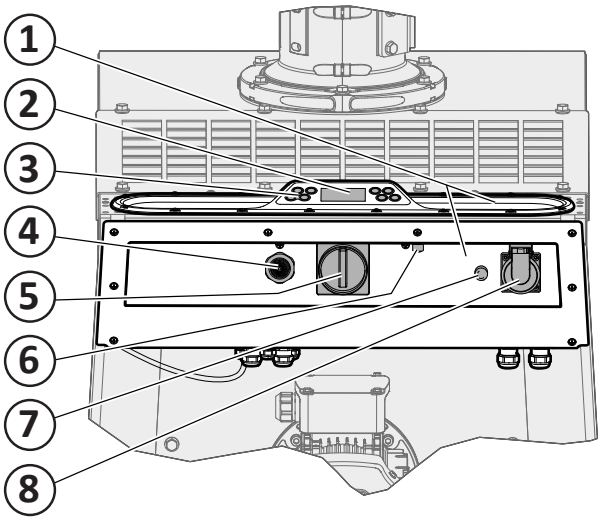
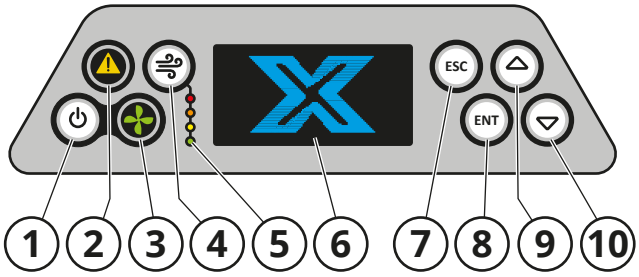

Fig. 16
Fig. 17
Se **Fig. 16.**
On the control panel (**Fig. 16**) there is a navigation panel, switch, pliers sensor connection and 230 VAC socket with a miniature circuit breaker. The control panel also functions as a handle when moving and usable surface area.
The need for filter cleaning is indicated by the audible alarm (4), the flashing warning indicator (2, **Fig. 17**), and by the normal operation indicator light (3) going out on the control panel. When the pressure drop reaches 1600 Pa, the audiable alarm signals that the filter cartridge is in need of cleaning. If the alarm is ignored and filter cleaning is not performed, there is a risk that the airflow may drop below the minimum flow (~600 m^3/h).
See **Fig. 17.**
When the machine is turned on with the switch (5, **Fig. 16**), the display (6, **Fig. 17**) lights up. When the display shows SETTINGS and MAINTENANCE, the navigation panel is ready for use. The fan is started/stopped with the Start/Stop fan button (1) and operation is indicated by the operation indicator (3). If the airflow is too low, the operation indicator goes out, the warning indicator (2) flashes, and the audible alarm sounds.
Auto plug start. Setting to start and stop the fan motor with a tool, e.g. an angle grinder, connected to 230 V socket (pos 8, **Fig. 16**). Selection is made with the navigation button.
With selection of **AUTO cleaning ON** in the settings menu, filter cleaning is automatic during operation. Automatic filter cleaning is performed between preset pressure drops. The Filter status indicator lights on the control panel (**Fig. 17,** pos 5) show the degree of contamination of the filter medium. Offline cleaning is also performed 20 minutes after the fan motor is switched off. When the filter cartridge is clogged and the airflow too low, the audiable alarm and warning indicator (2) are triggered.